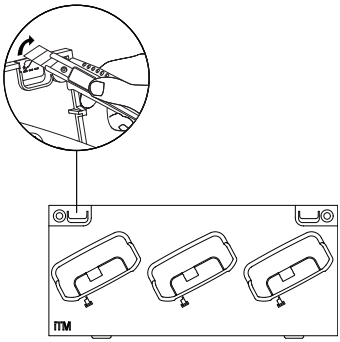

Рис. 11. Отломайте или вырежьте временную пластину на зарядном разъеме.
2. Отломайте или вырежьте временную пластину на зарядном разъеме, чтобы вывести кабель для программирования (см. Рис. 11).